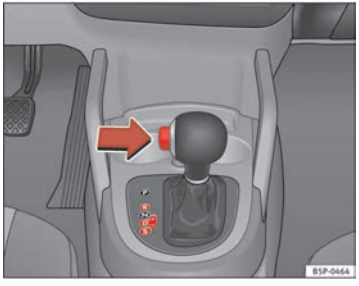

Fig. 148 Driving
– Press the button on the selector lever knob (on the left) ⇒ page 184, fig. 148.